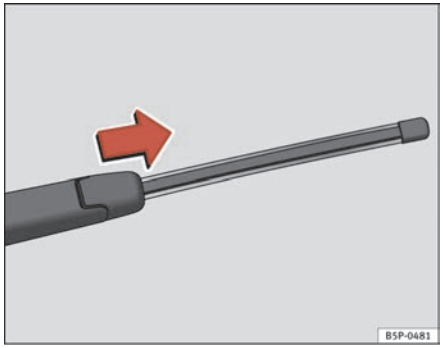

Fig. 163 Remove rear window wiper blade
– Lift the wiper arm away from the glass ⇒ page 227, fig. 163
– Slide the blade adapter in the direction of the arrow and remove the blade ⇒ page 227, fig. 163.